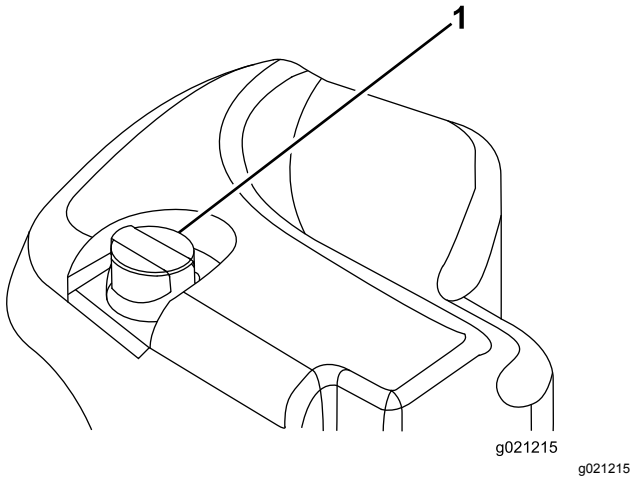

Figuur 30
2. Reinig de omgeving van de vulbuis en de dop van de hydraulische tank (Figuur 30). Verwijder de dop van de vulbuis.